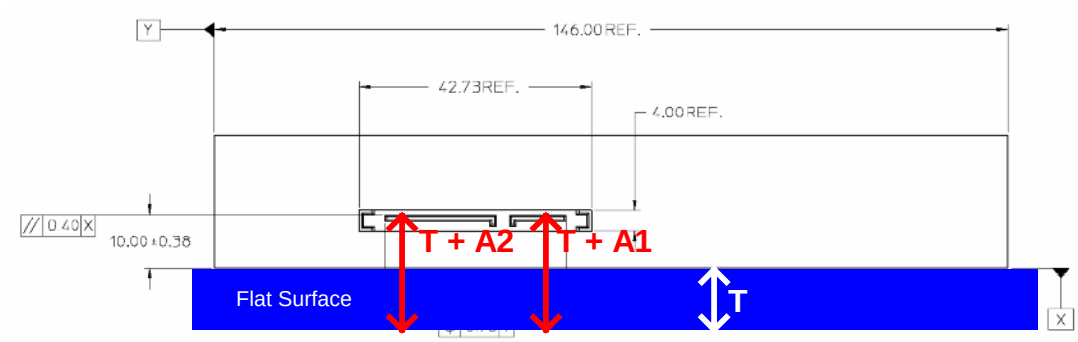

Figure 1
3. At the rightmost part of the plug (see Figure 1), measure the distance from the top of the tongue of the SATA plug to the bottom of the flat surface. Record this value as *T+A1*.
4. At the leftmost part of the plug (see Figure 1), measure the distance from the top of the tongue of the SATA plug to the bottom of the flat surface. Record this value as *T+A2*.